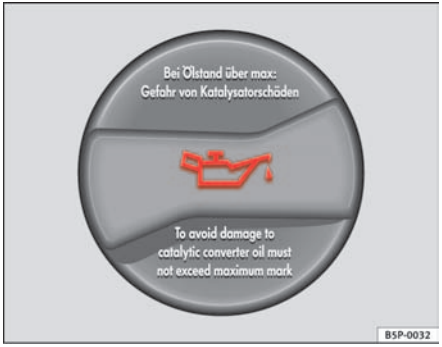

Fig. 124 In the engine compartment: Engine oil filler cap
– Unscrew cap from oil filler opening ⇒ page 177, fig. 124.
– As soon as the oil level is in area (B), carefully close the cap.